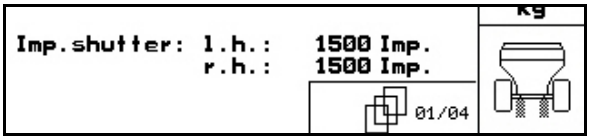

Fig. 6
- **ZG-B Ultra Hydro**: (Fig. 6)